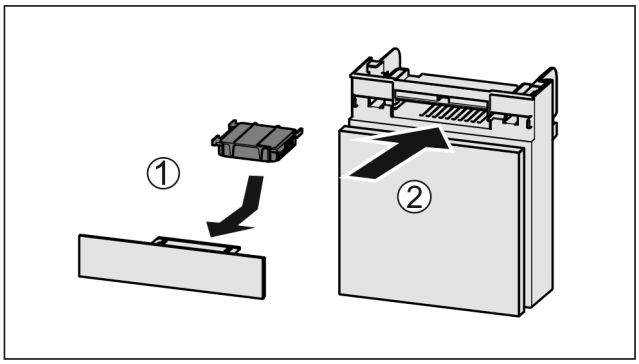

Fig. 197
▶ Insert the carbon filter as shown in the diagram *Fig. 197 (1)*.
▶ Push the compartment in *Fig. 197 (2)*.